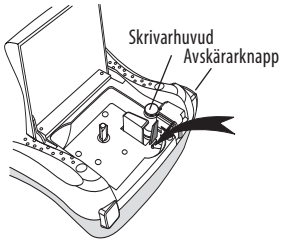

Figur 6
2. Tryck på och håll avskärarknappen för att frilägga skärbladet. Se figur 6.
3. Torka försiktigt av skrivhuvudet med den mjuka sidan på rengöringsverktyget. Se figur 6.